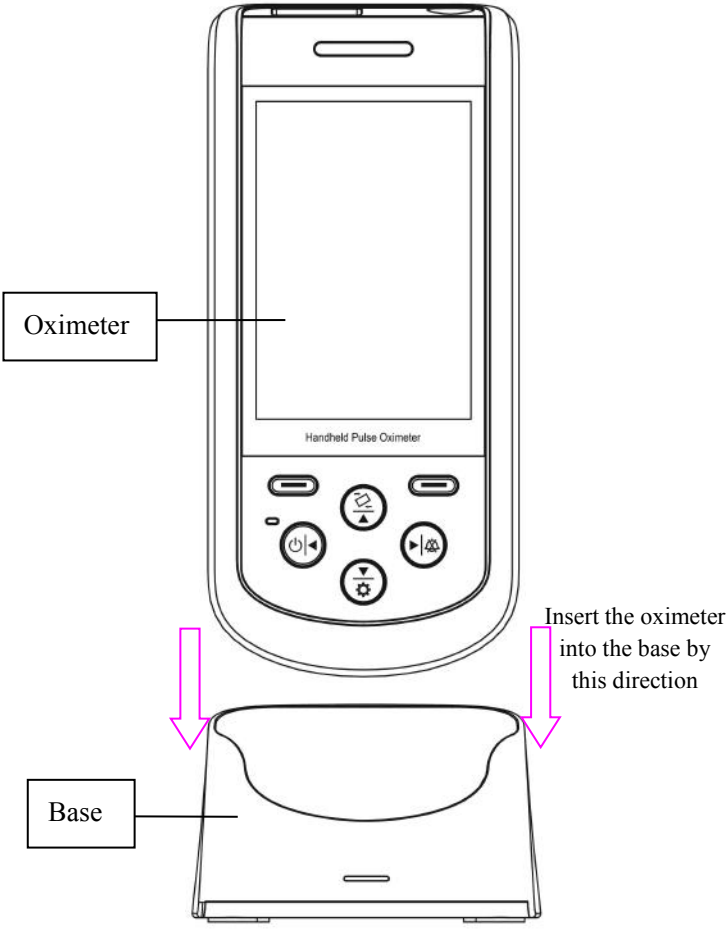

Figure 2.2 Connection between oximeter and base
2) Put the device into the base properly, and pay attention to the polarity markings, as shown in figure 2.2.